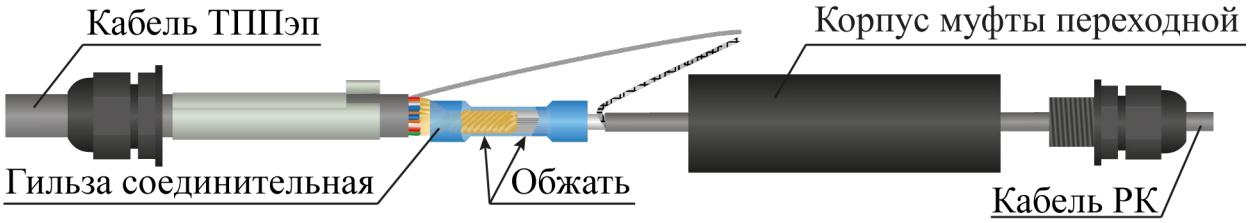

Рисунок 4.25
– в ответное отверстие гильзы вставить зачищенные концы кабеля ТППэп. Гильзу обжать с помощью специального инструмента со стороны кабеля ТППэп (рисунок 4.25);